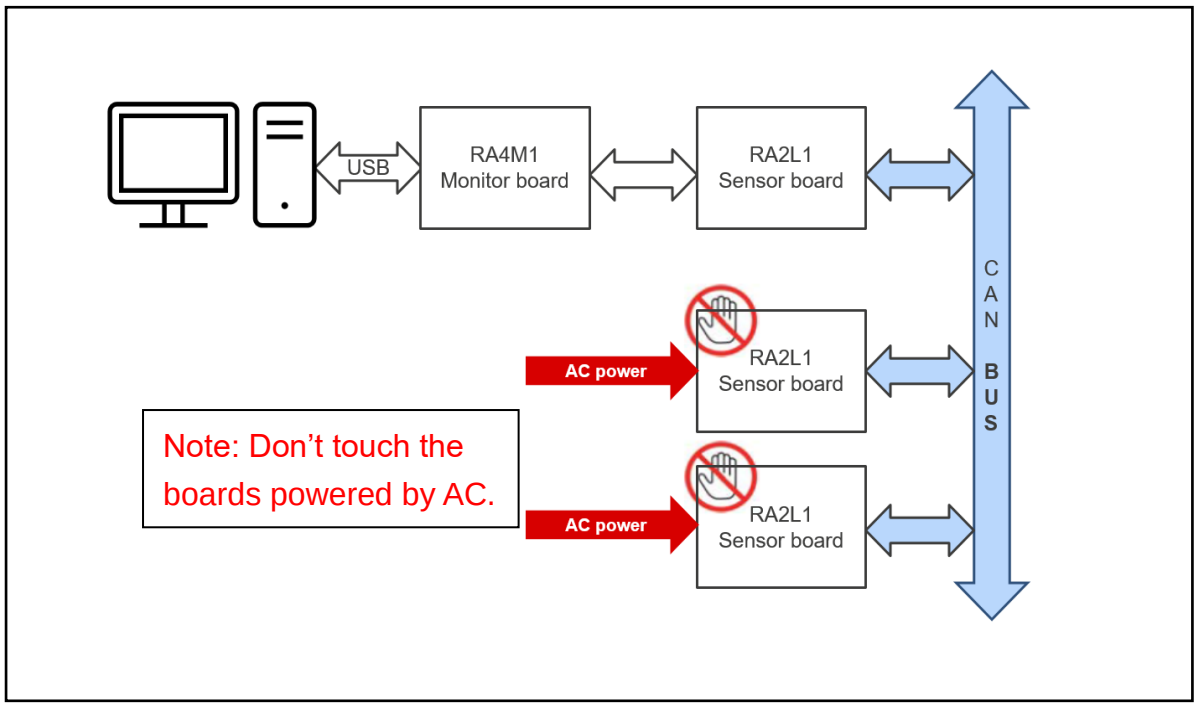

Figure 1-1 RA CAN-Sensor Evaluation Kit Block Diagram
A. Figure 1-1 is the block diagram of RA CAN-Sensor evaluation kit. When using AC power supply, please pay special attention to not touching the circuit board to avoid the risk of the electric shock.